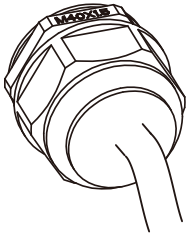

Figura 5.11 Serraggio della scatola di derivazione CA
3) Riavvitare il coperchio del collegamento CA al guscio e stringere tutte le viti per serrare il connettore di protezione impermeabile, come mostrato nella Figura 5.11.